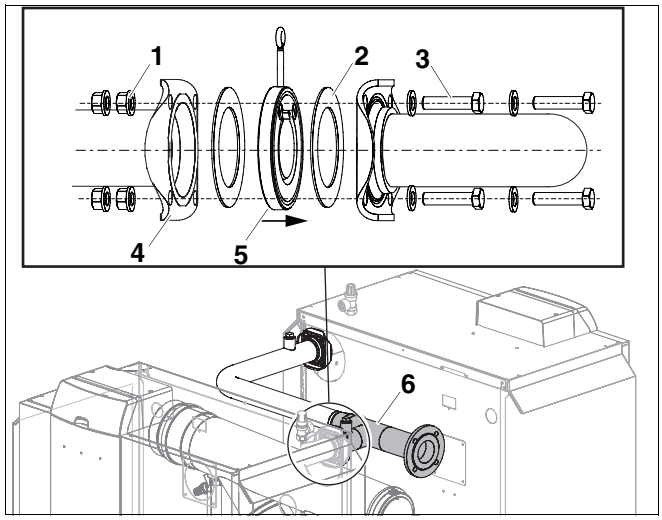

Fig. 6 Montaggio del tubo di mandata sulla seconda caldaia
- La valvola antiritorno (fig. 6, **pos. 5**) rimane montata alla mandata nella direzione di flusso.
- Disporre la guarnizione (fig. 6, **pos. 2**) sulla valvola antiritorno.
- Avvitare la flangia del tubo di mandata (fig. 6, **pos. 6**) sulla flangia della mandata (fig. 6, **pos. 4**) della seconda caldaia servendosi di quattro viti (fig. 6, **pos. 3**) e dadi (fig. 6, **pos. 1**).